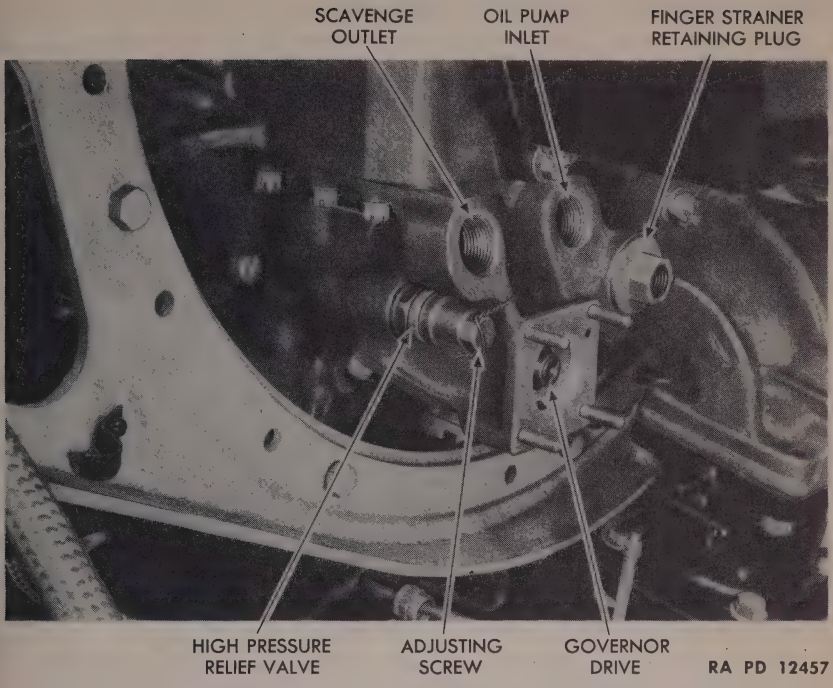

Figure 82—Engine Oil Pump (Governor Removed)
b. Checking the High Pressure Relief Valve (fig. 82). If the oil pump is in working order, the difficulty may be in the high pressure relief valve. To check the valve, remove it from the oil pump body and inspect it for dirt particles in the valve seat. This valve must be kept absolutely clean, since even a minute dirt particle may hold the valve open, allowing oil from the supply line to be pumped back into the return line instead of into the engine.
c. Removal of Oil Pump (fig. 82).
(1) Disconnect the inlet at connector and outlet line at "Y" connection. Remove the inlet and outlet lines from the oil pump.
(2) Disconnect governor linkage at carburetor connection.
(3) Remove oil drain at governor.
(4) Remove the safety wire from the nuts that hold the oil pump to the accessory case and remove the nuts and plain washers (support the pump and governor with one hand while removing last nut). Remove oil pump and governor, and separate the two units. Caution must be exercised to keep foreign substances out of the crankcase during the operation.
d. Installation of Oil Pump (fig. 82).